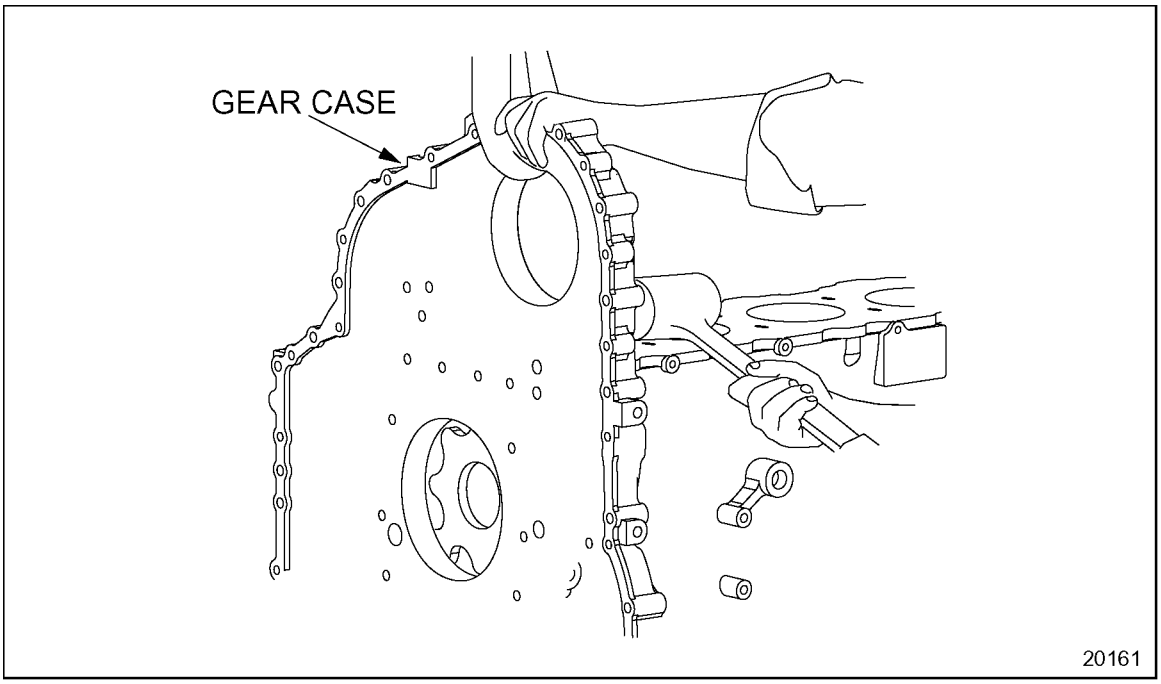
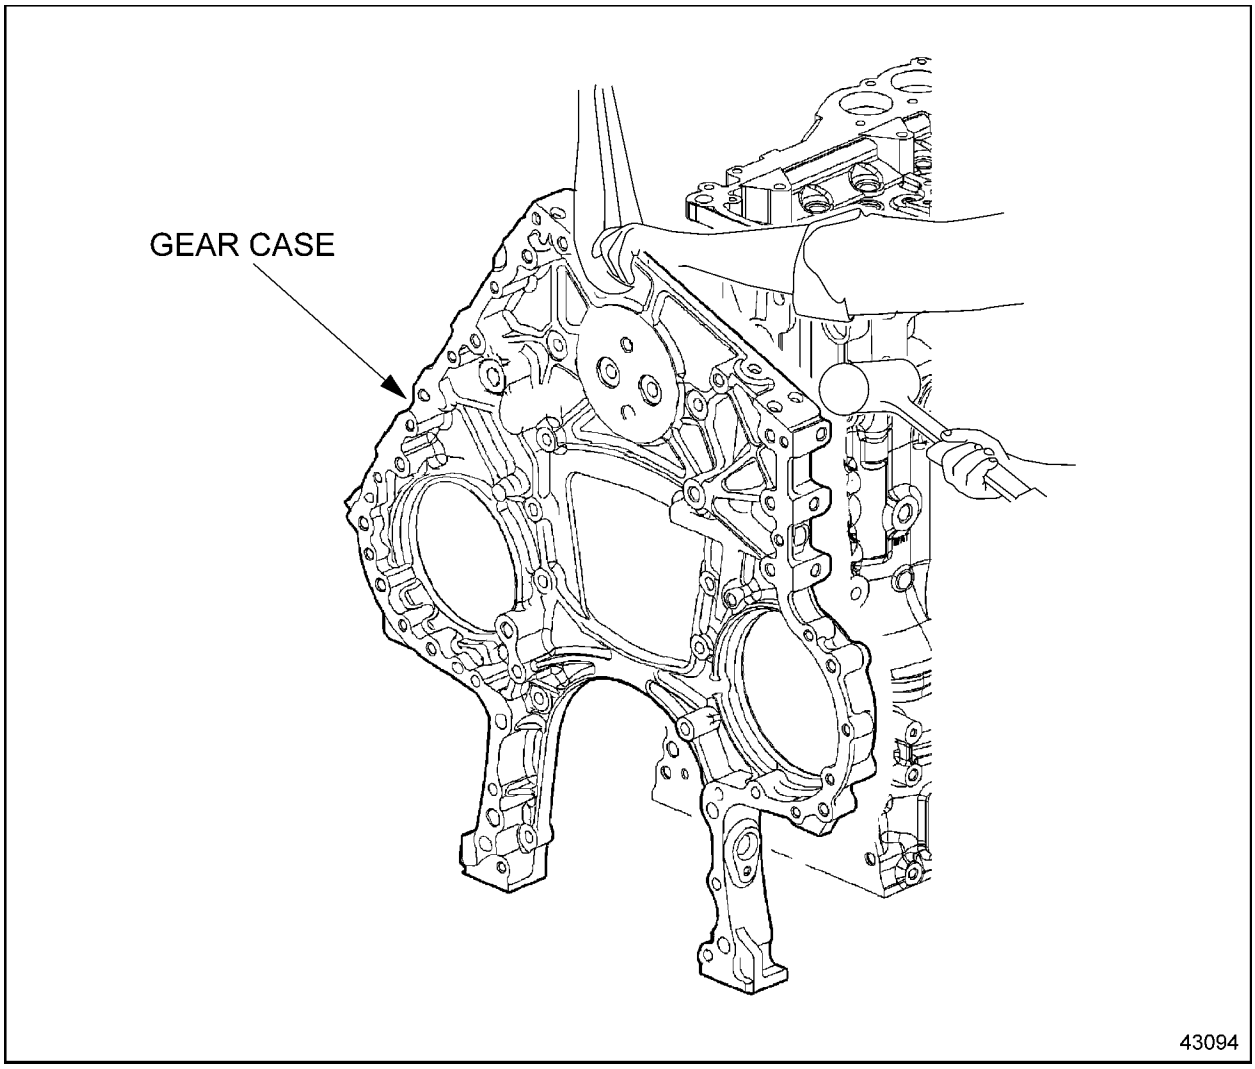

Figure 1-210 Gear Case Removal
Figure 1-211 Series 60 2002 Gear Case Removal
20. Using a leather or cloth-wrapped strap, support the gear case. See Figure 1-210. For Series 60 2002 engines see Figure 1-211.